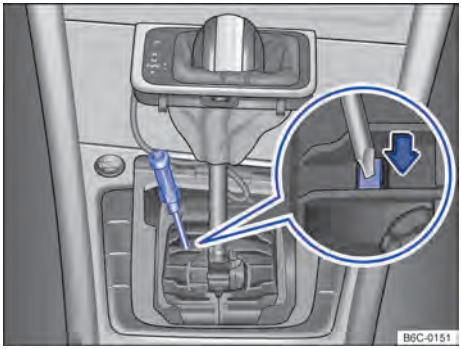

Fig. 99 Desinstalar a cobertura da alavanca seletora e destravar o bloqueio da alavanca seletora emergencialmente.
– Com o auxílio de uma chave de fenda pressionar cuidadosamente a alavanca de destravamento no sentido da seta e manter nessa posição → Fig. 99.